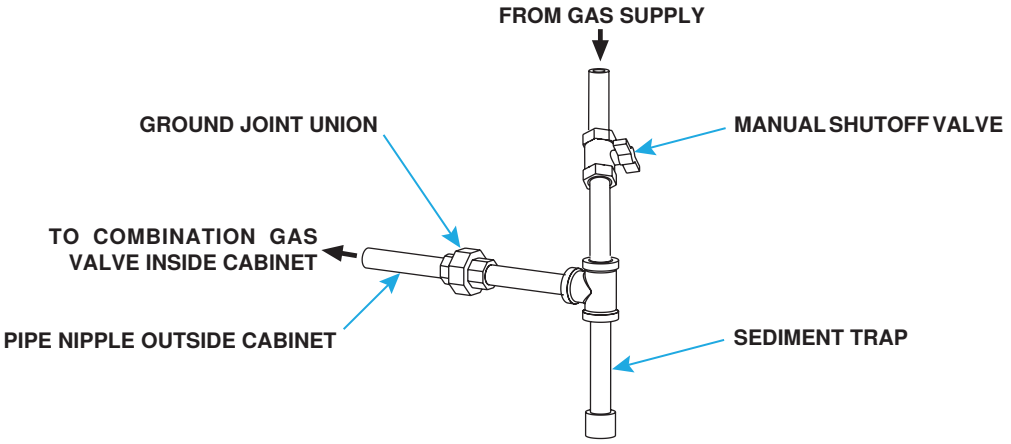

Figure 2. Gas Connections
- Install a ground joint union and manual shutoff valve upstream of the unit control system. The 1/8-inch plugged tapping in the shutoff valve provides connection for the supply line pressure test gauge. The *National Fuel Gas Code* requires the installation of a trap with a minimum 3-inch drip leg. Local codes may require a longer drip leg, typically 6-inch (see **Figure 2**).